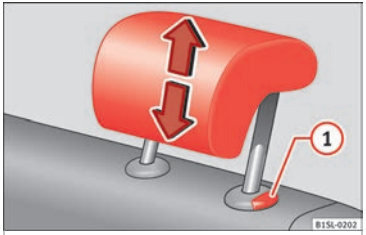

Fig. 119 Removing the rear head restraint
- Pull the head restraint out of the fitting without releasing the button ››› **Fig. 119** (1).